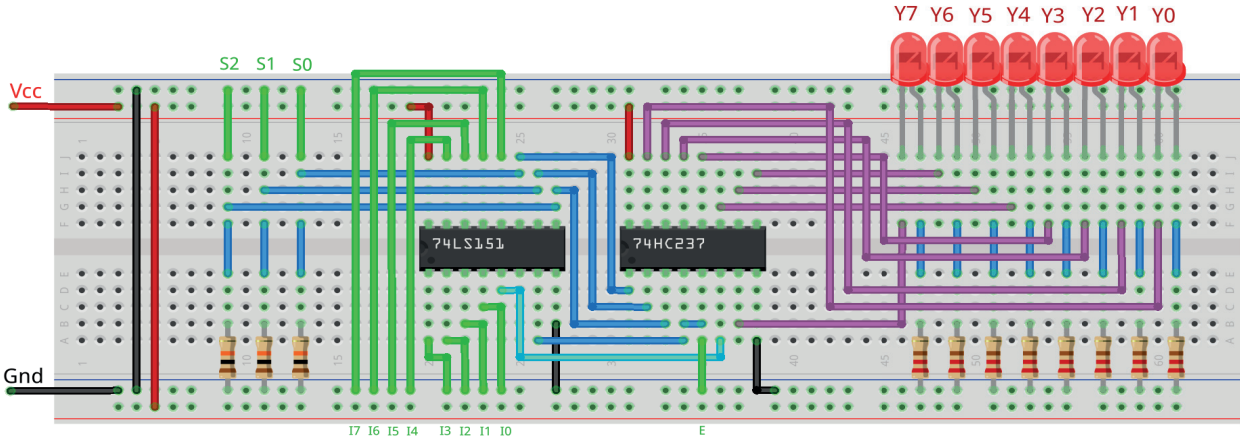

Figura 8.30 – Disposição dos componentes na placa de montagem.
1. Monte o circuito na placa de montagem, conforme figura 8.30.